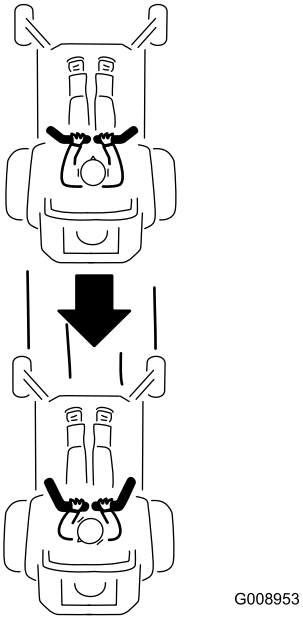

Figuur 29
2. Om achteruit te rijden, trekt u de rijhendels langzaam naar achteren (Figuur 29).